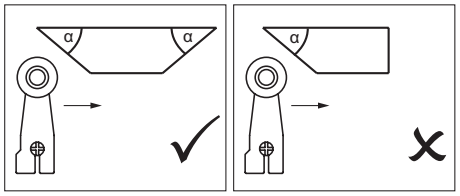

Bild 1: Nockenform
- Um ein Prellen des Betätigungselements zu verhindern muss der Nocken allmählich auslaufen (siehe Bild 1).